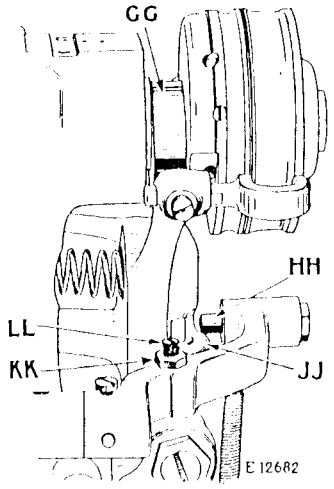

Fig. 24. Adjustments for Timing Upper Thread Trimmer
The upper thread trimmer should be timed to cut the thread immediately after the buttonhole has been cut. In case the upper thread trimmer is not in correct time, turn the driving pulley of the machine until the stop cam interlocking rod rides on the highest point of the stop cam (GG, Fig. 24). When in this position, the lock pin (HH, Fig. 24) 40052 should be $\frac{1}{16}$ inch above the stop cam interlocking rod guide (JJ, Fig. 24) 23514 as shown in Fig.
24. If it is not, loosen the lock nut (KK, Fig. 24) in the tension releaser lever and turn the adjusting screw (LL, Fig. 24) in or out, as may be required, then securely tighten the lock nut (KK).